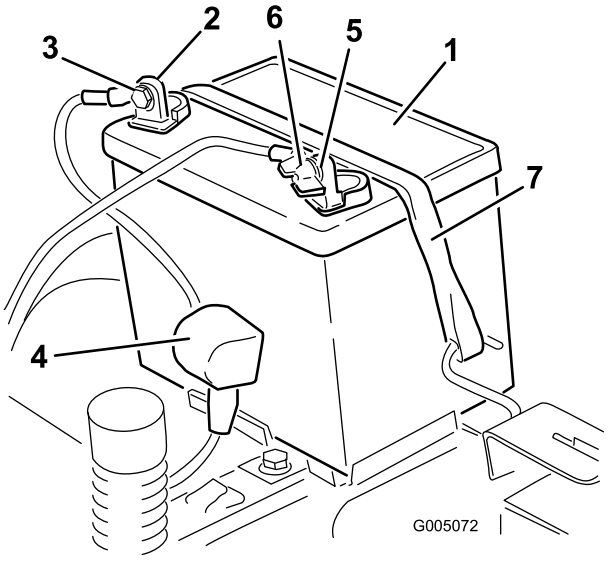

Figuur 43
4. Maak de minkabel (zwart) los van de accupool (Figuur 43).
6. Maak de pluskabel (rood) los van de accupool (Figuur 43).
7. Verwijder de bevestigingsband van de accu (Figuur 43) en til de accu uit de accubak.
1. Plaats de accu in de bak (Figuur 43).
5. Zet de accu vast met de bevestigingsband (Figuur 43).